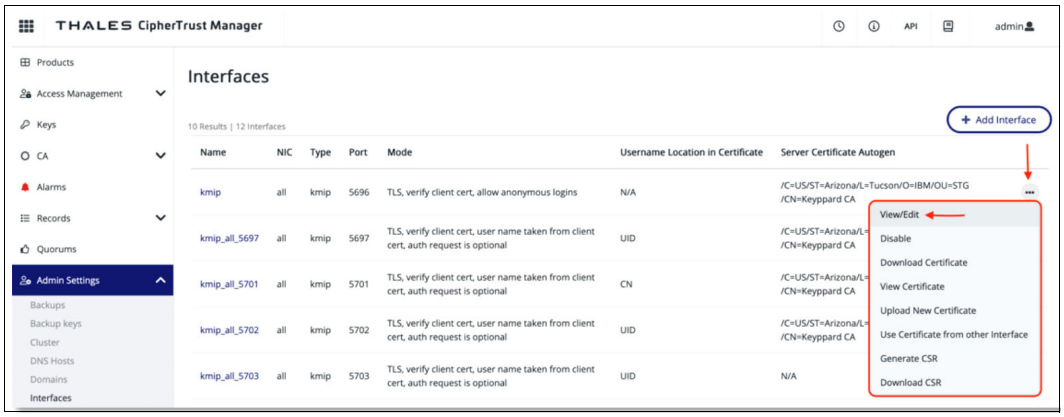

Figure J-26 Interface settings
a. Access the configuration details shown in Figure J-26 on page 1050.